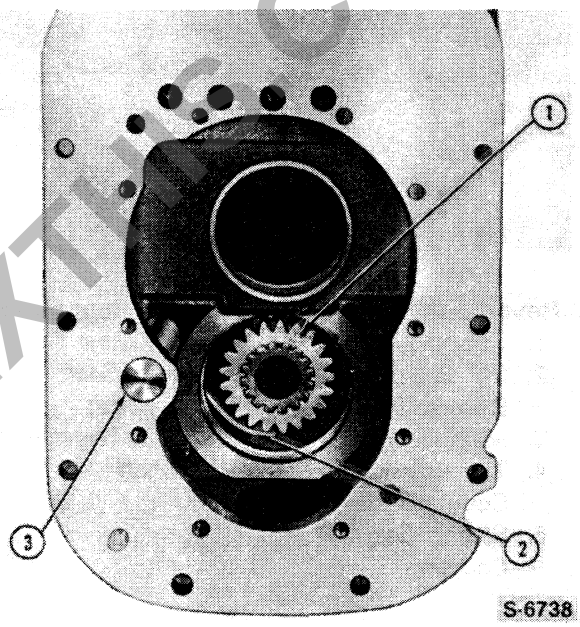

Figure 22
2. Remove the shift fork shaft, Figure 22, from the rear of the case and remove the 3rd/6th shift fork.